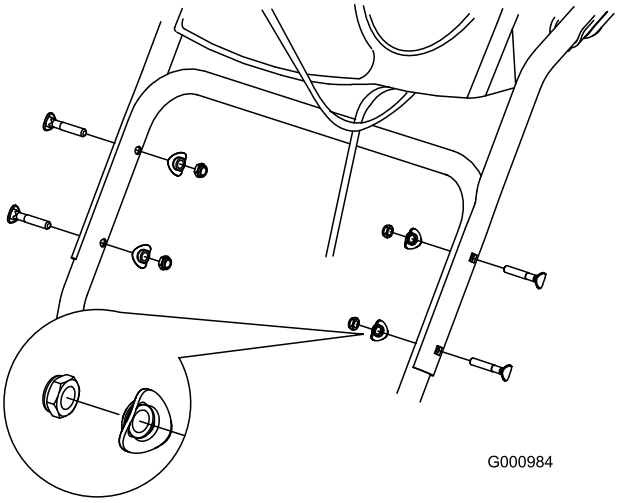

Figur 5
2. Fäst det övre handtaget med fyra handtagsbultar, fyra böjda brickor och fyra låsmuttrar från påsen med lösa delar (Figur 5).